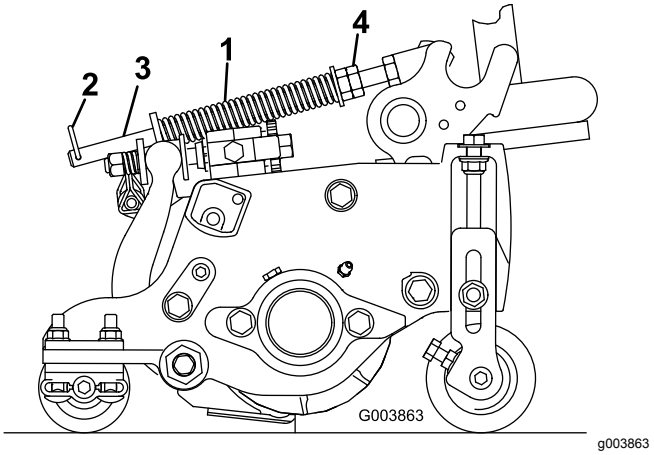

**Figur 14**
Gräsutjämningsfjädern överför vikt från den främre till den bakre valsen (Figur 14). Detta hjälper till att minska förekomsten av det vågformade mönster i gräsmattan som kallas för ”ondulering” eller ”bobbing”.
1. Se till att hårnålssprinten sitter i det bakre hålet på fjäderstången (Figur 14).
2. Dra åt sexkantsmuttrarna på fjäderstångens främre ände till dess att fjäderns komprimerade längd är 12,7 cm på 5 tums-klippenheter, eller 15,9 cm på 7 tums-klippenheter (Figur 14).